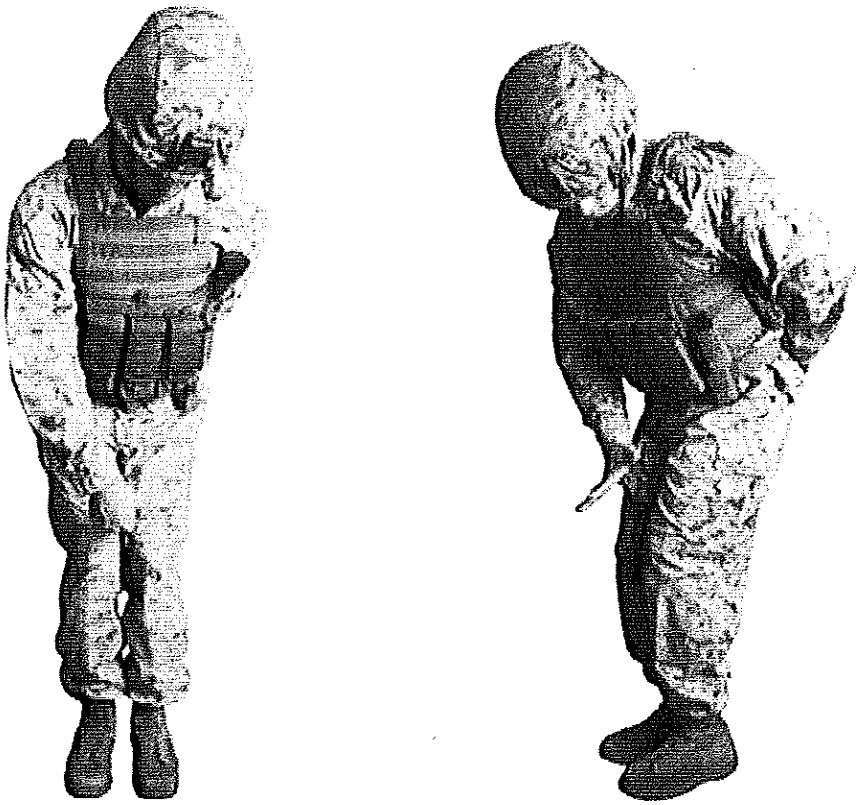

Figure 9-4. Placing Pistol between the Thighs.
b. Between the Thighs. Rotate the pistol so the magazine well faces up and the muzzle of the weapon is pointed away from the body. Place the pistol between the thighs or knees and apply pressure to hold the pistol in place (see fig. 9-4 on page 128). This can be accomplished in the standing position and as in the two-kneed kneeling position. In the standing position, the Marine will need to bend slightly at the knees to secure the pistol between the thighs.